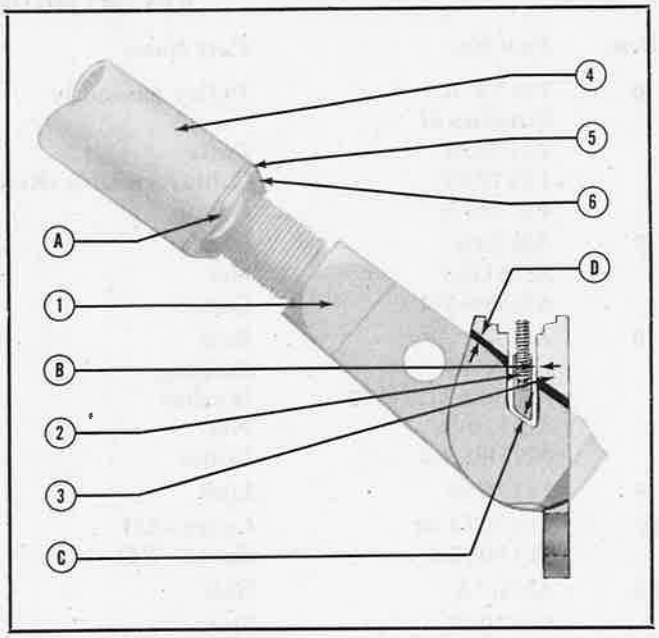

Figure 138—Adjustment of Actuating Cylinder Hook and Safety Latch Guide
slot should be 1/64- to 1/32-inch below the face of the latch guide slots. (See figure 138.)
a. Hold the actuating cylinder piston rod with a wooden clamp or a strap wrench. (See figures 142 and 143.) Loosen the lock nut (figure 138) and turn down sufficiently so that the piston rod may be turned to adjust the hook end.
c. Note relationship of aft face of hook slot with aft face of guide slots. Follow closely dimensions shown in figure 138.